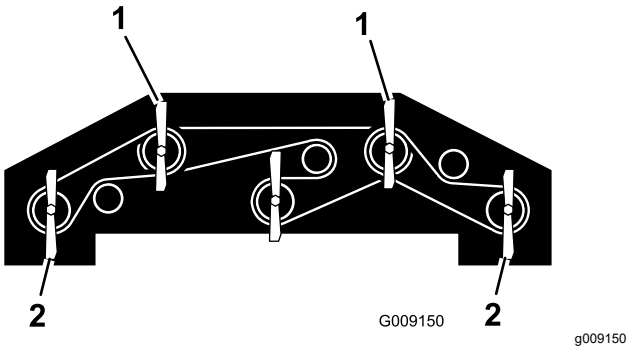

Figuur 136
1. Draai elk mes zodat het recht naar voren wijst (Figuur 136).